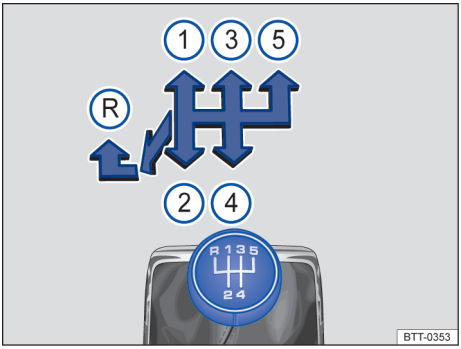

Fig. 81 Esquema de troca de marchas.
As posições de cada marcha estão representadas na alavanca de troca de marcha → Fig. 81.
– Empurrar a alavanca de troca de marcha totalmente para a esquerda e depois para frente até a posição da marcha a ré → Fig. 81 Ⓡ.